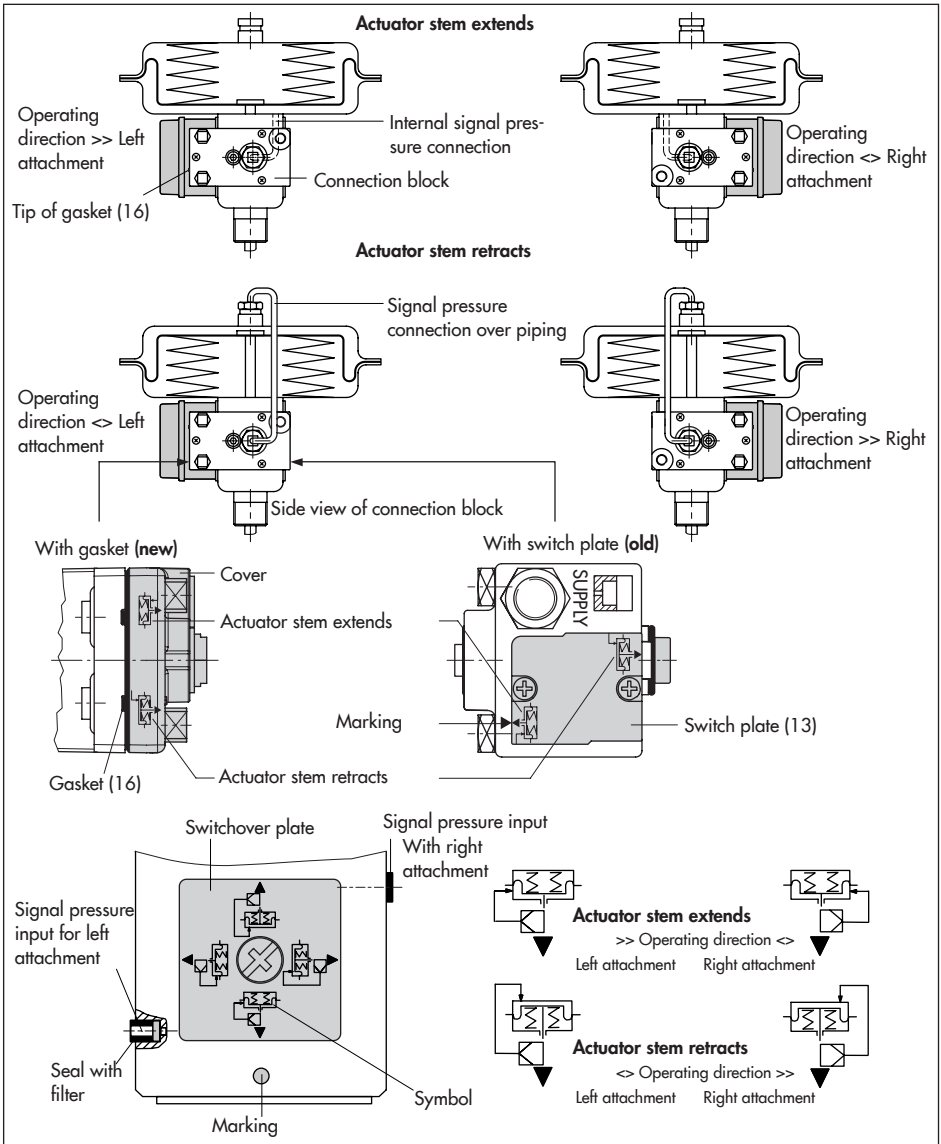
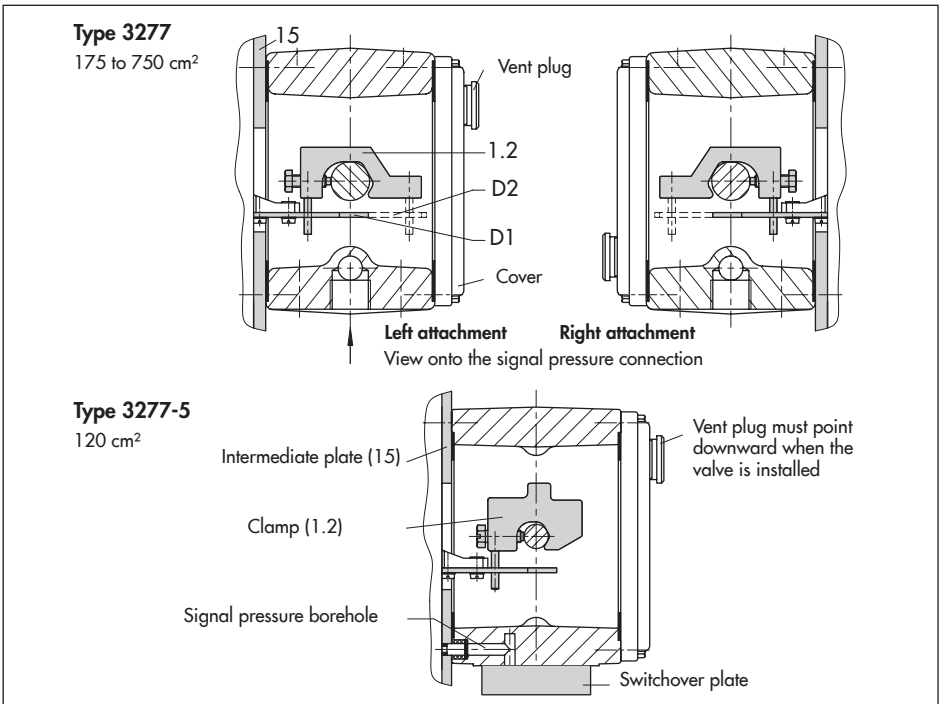

Fig. 5-1: *Mounting position and connection of signal pressure for Type 3277 Actuator (top) and Type 3277-5 Actuator (120 cm²) (bottom)*
Fig. 5-2: *Mounting the clamp*
➔ See Fig. 5-2
The positioner is mounted on the left or right side of the valve depending on the actuator's direction of action (fail-safe action) and the operating direction of the positioner control loop (see Fig. 5-1, top).
7. Make sure that the tip of the gasket (16) projecting from the side of the connection block (Fig. 5-1, middle) is positioned to match the actuator symbol for the actuator's fail-safe action "actuator stem extends" or "actuator stem retracts".
The signal pressure is transmitted to the diaphragm chamber over the switchover plate (Fig. 5-1 and Fig. 5-2, bottom).